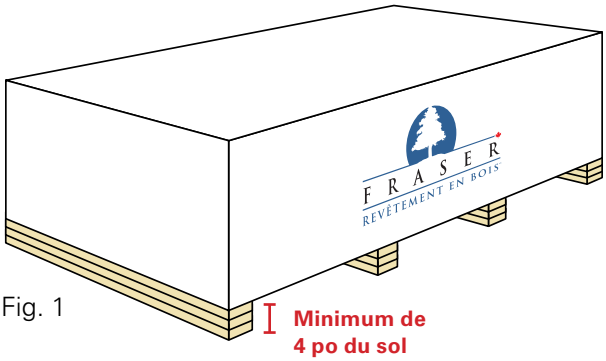

Fig. 1
- Le revêtement doit être entreposé à au moins 10,16 cm (4 po) du sol sur une surface plane, sous un toit ou une couverture imperméable. *(Voir la figure 1)*